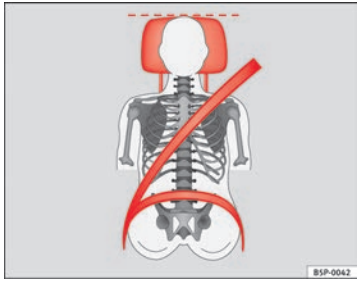
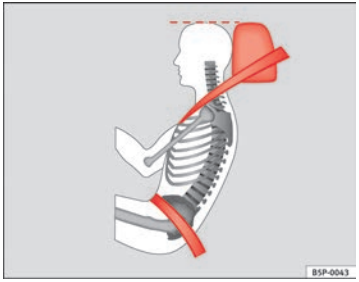

Fig. 91 Front view: head restraints and seat belts correctly adjusted
Fig. 92 Side view: head restraints and seat belts correctly adjusted
– Adjust the head restraint so that the top is at the same level as the top of your head or as close as possible to the same level as the top of your head, at least at eye level ⇒ fig. 91 and ⇒ fig. 92.